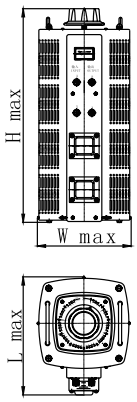

Fig. 1
6.1 TDGC2 outline dimensions are shown in Fig. 1;